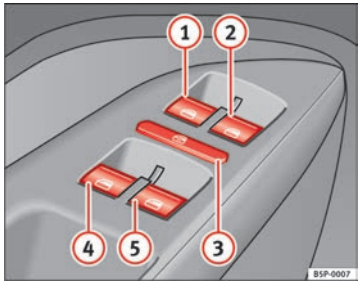

Fig. 69 Detail of the driver door: controls for the front and rear windows
The buttons ⇒ Fig. 69 (1) and (2) have two levels for opening the window and two for closing it. This makes it easier to open and close windows to the desired position.